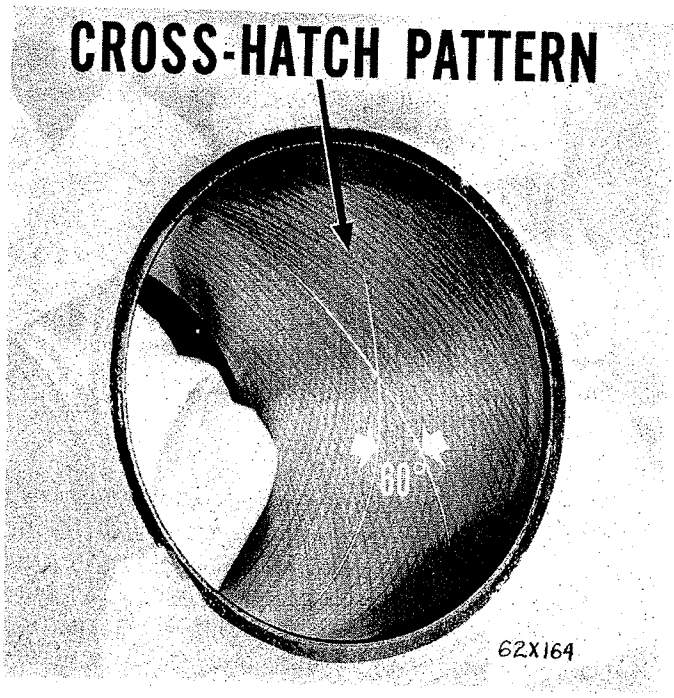

*Fig. 40—Cross Hatch Pattern*
(1) Used carefully, the cylinder bore resizing hone C-823 equipped with 220 grit stones, is the best tool for this job. In addition to deglazing, it will reduce taper and out-of-round as well as removing light scuffing, scoring or scratches. Usually a few strokes will clean up a bore and maintain the required limits.
(2) Deglazing of the cylinder walls may be done using a cylinder surfacing hone, Tool C-3501, equipped with 280 grit stones (C-3501-3910) if the cylinder bore is straight and round. 20-60 strokes depending on the bore condition will be sufficient to provide a satisfactory surface. Inspect cylinder walls after each 20 strokes. Use honing oil C-3501-3880 or a light honing oil available from major oil distributors. Do not use engine or transmission oil, mineral spirits or kerosene.
(3) Honing should be done by moving the hone up and down fast enough to get a cross-hatch pattern. When hone marks **intersect** at 60°, the cross hatch angle is most satisfactory for proper seating of rings (Fig. 40).
(4) After honing, it is necessary that the block be cleaned again to remove all traces of abrasives.